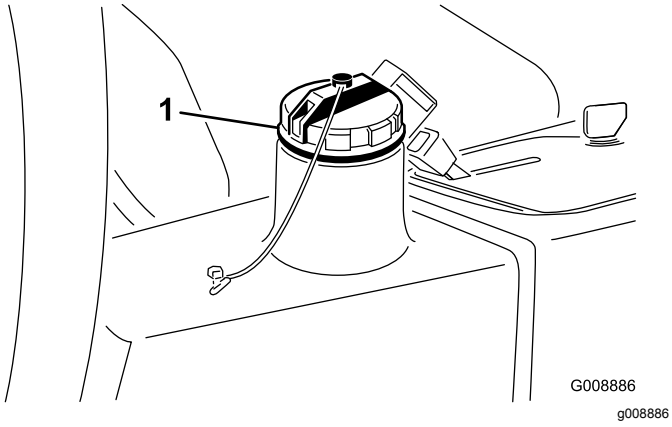

Figur 41
2. Gör rent omkring påfyllningsröret och hydraultanklocket (Figur 41) och ta sedan bort locket.